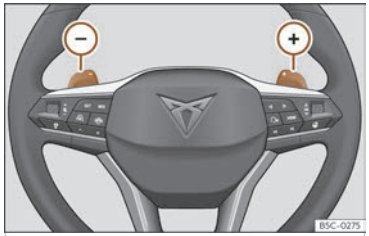

Fig. 127 Volant : leviers pour boîte automatique.
- Appuyez sur la palette (+) pour passer à une vitesse supérieure >>> **fig. 127**.